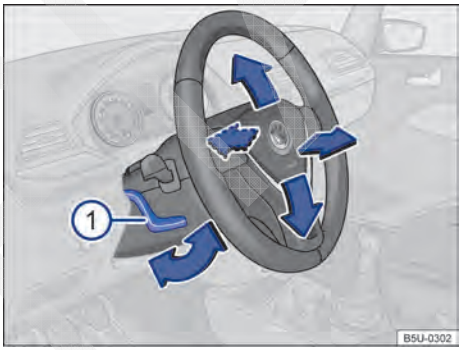

Fig. 40 Ajustar a posição do volante.
– Empurrar a alavanca → Fig. 40 ① para baixo e colocar o volante na posição desejada.